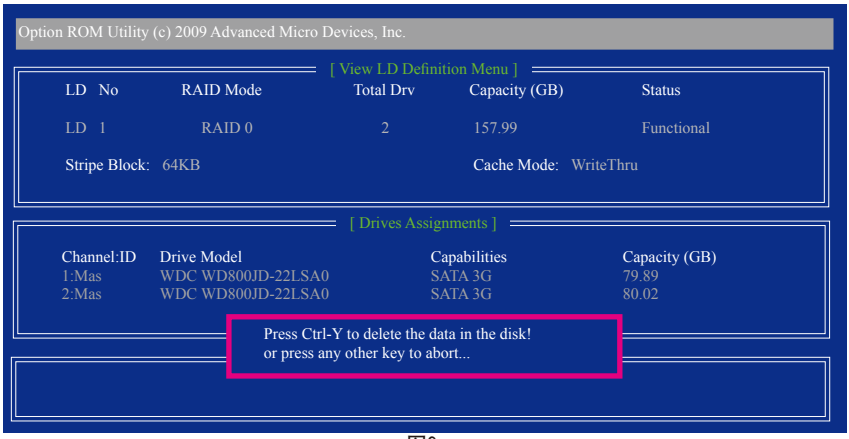

图9
2. 之后您将进入如图9的「View LD Definition Menu」窗口。在此窗口里您可以看到包含在此磁盘阵列的磁盘成员。若您确定要删除该磁盘，请按<Ctrl>+<Y>键或按任意键取消。